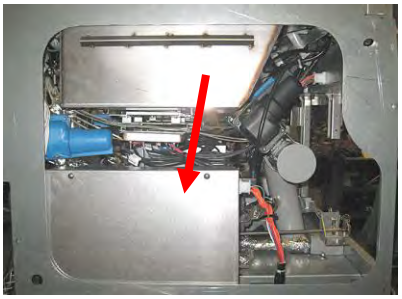

Figura 35
5. Retire los dos tornillos que fijan la cubierta de la caja de contactores (consulte la Figura 35).